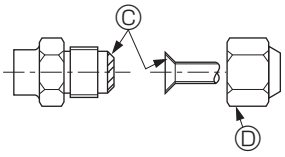

Fig. 4-3
Ⓐ (Fig. 4-3)
4.3. Connexion des tuyaux (Fig. 4-2) (Fig. 4-3)
[Fig. 4-3]